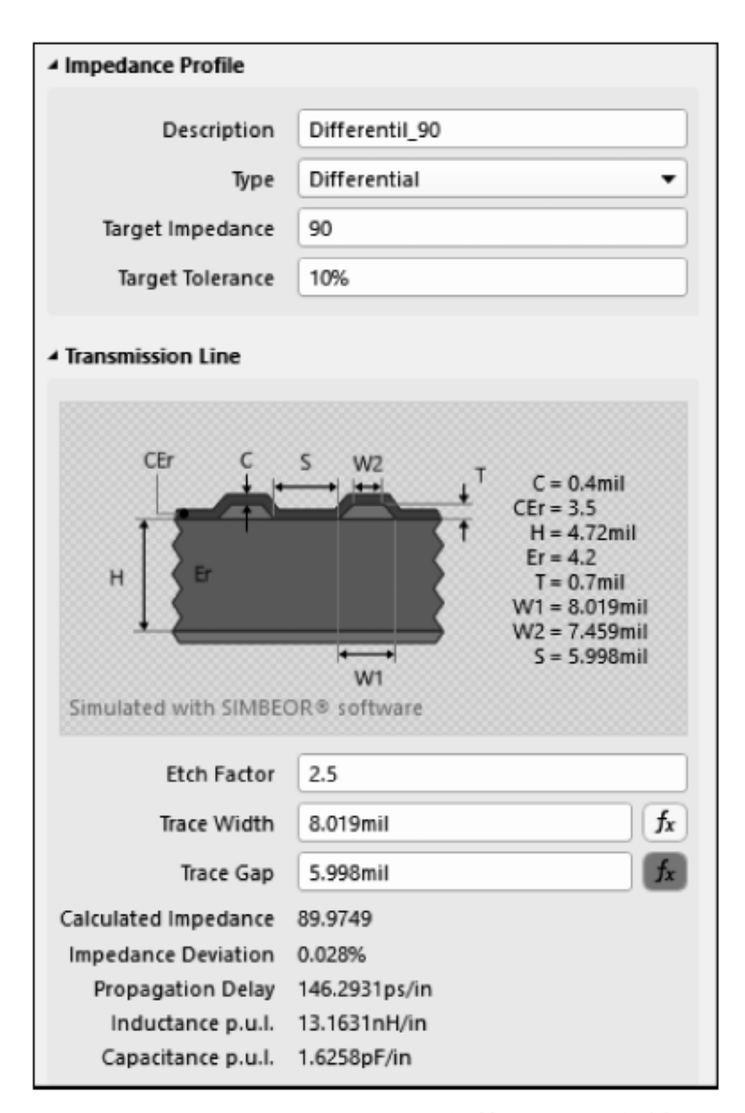

图 7-21　TOP 层差分信号的计算
(3) 90Ω 差分信号的阻抗计算。
① 单击按钮 ，添加新的配置文件，将其命名为 Differentil_90。选择需要进行计算的信号层，在 Impedance Profile 选项组和 Transmission Line 选项组中进行设置及查看。如图 7-21 所示，进行 TOP 层 90Ω 差分信号的阻抗计算。